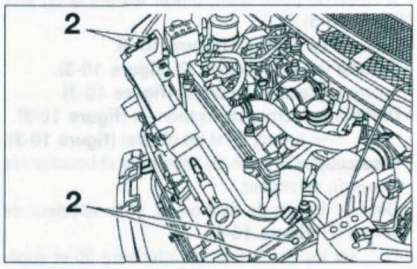

FIGURE 10-15
• Déposer les 4 vis de fixation (2) de la façade du groupe motoventilateur **(figure 10-15)** et incliner l'ensemble vers l'avant.